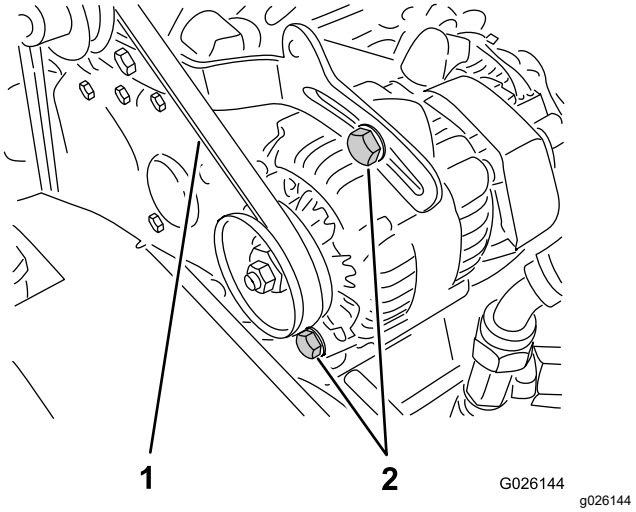

**図 63**
2. クランクシャフトとオルタネータのプーリ間の中央でベルトを指で押してベルトの張りを点検する 押す力は10kg程度(図 63)。
A. オルタネータの取り付けボルト2 本をゆるめる図 63。
B. エンジンとオルタネータの間にバールを入れて適当な張りに調整し、取り付けボルトを締め付ける図 63。